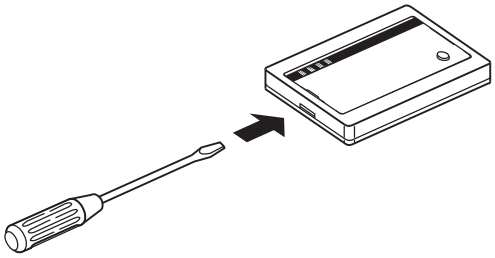

Fig. 8-25
(1) Put a slotted screwdriver or the like into the groove on the bottom of the receiver unit and twist it to remove the bottom of the case. (Fig. 8-25)